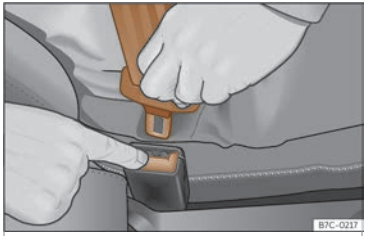

Fig. 10 Deixar anar la llengüeta del tancament del cinturó.
- Premeu la tecla vermella del tancament >>> fig. 10. La llengüeta saltarà del tancament.